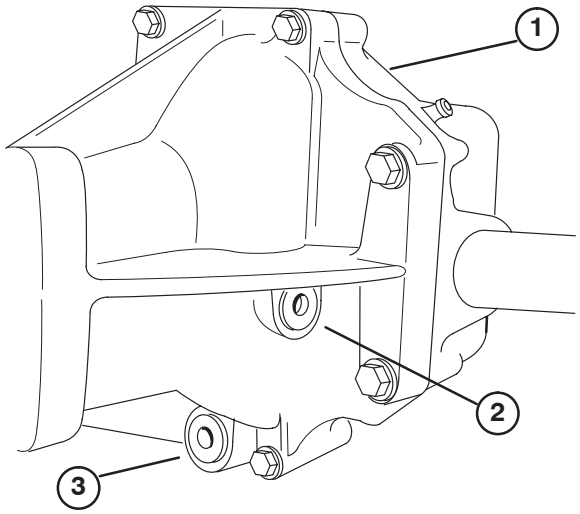

Bild 58
2. Entfernen Sie die Ablassschraube (Bild 58) aus der Seite des Behälters und lassen das Öl in eine Wanne ablaufen.